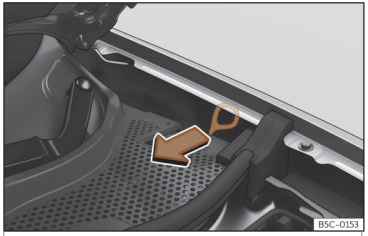

Fig. 208 Tra l'ala sinistra e la cerniera del cofano motore.: Maniglia per lo sblocco di emergenza del connettore di ricarica.
La maniglia per lo sblocco manuale di emergenza si trova sul lato sinistro dell'abitacolo anteriore, sopra la presa di ricarica ››› fig. 208.
- Tirare la maniglia››› fig. 208.